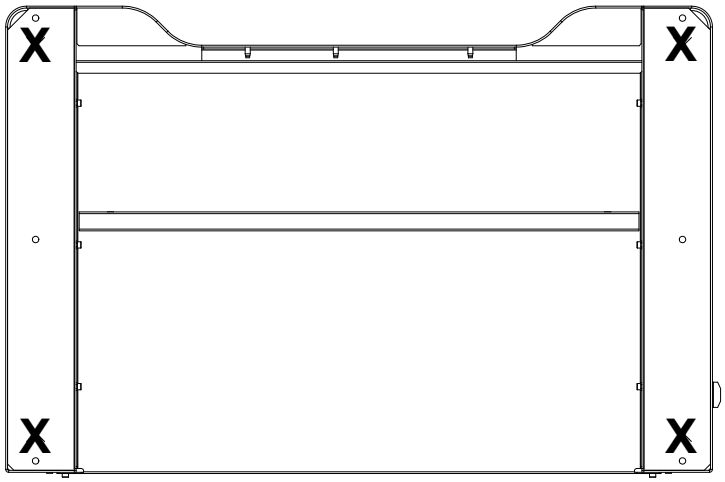

Figura 20. Parte inferiore del telaio che mostra la posizione dei piedini del telaio
6. Individuare eventuali piedini del telaio che possono essere stati rimossi per imbullonare il telaio allo skid e reinstallarli nelle posizioni mostrate in Figura 20 a pagina 76.